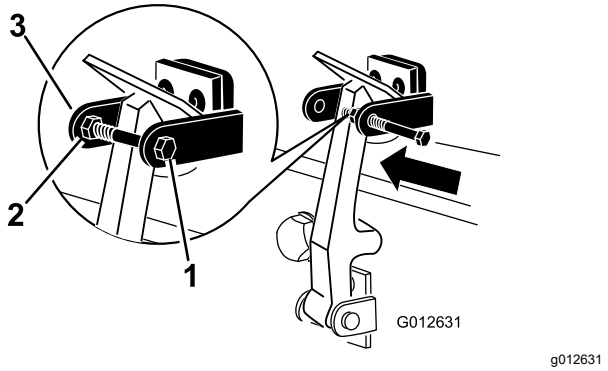

Figur 18
7. Skruva i bulten i den andra armen på motorhuvsspärrens fäste för att låsa spärren på plats (Figur 18).